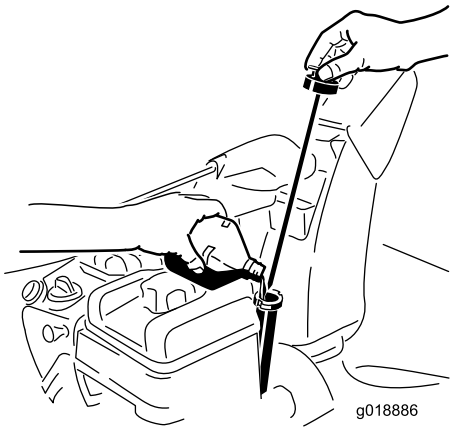

Bild 35
2. Nehmen Sie den Peilstab heraus und prüfen Sie den Ölstand (Bild 35). Füllen Sie Öl nach, wenn der Ölstand unter Auffüll-Marke am Peilstab steht. Siehe 5 Auffüllen des Motors mit Öl (Seite 11).